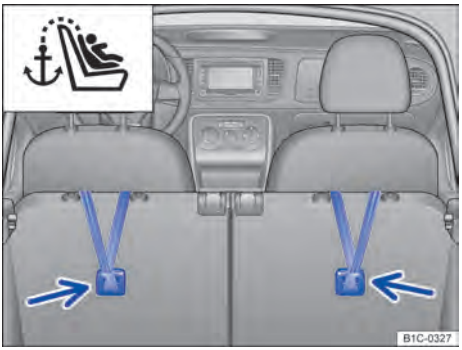

Fig. 74 No compartimento de bagagem: cinto de fixação superior pendurado.
- Enganchar o cinto de fixação superior no compartimento de bagagem, no respectivo olhal de retenção ⇒Fig. 74 (setas).